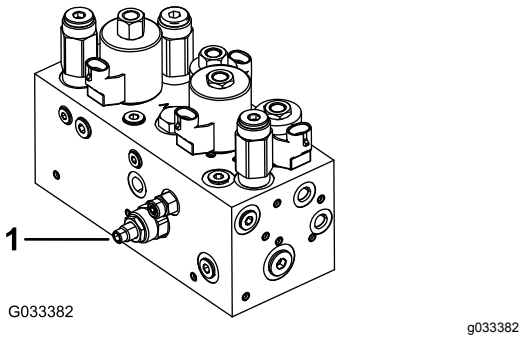

Figur 50
Klippenhetens lyft-/sänkkrets är utrustad med en flödesregleringsventil (Figur 50). Denna ventil är förinställd på fabriken till att vara öppen tre varv, men du kan behöva justera den för att kompensera för olika hydraulvätsketemperaturer, klipphastigheter osv.
1. Höj sätet och lokalisera flödesreglerventilen för mittdragramen (Figur 50), som sitter på sidan av hydraulgrenröret.